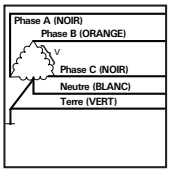

Figure 3
- B = 120/240 V, 3Ø, 4F (Fig 3)
B = 120/240 V, 3Ø, 4F (Fig 3)